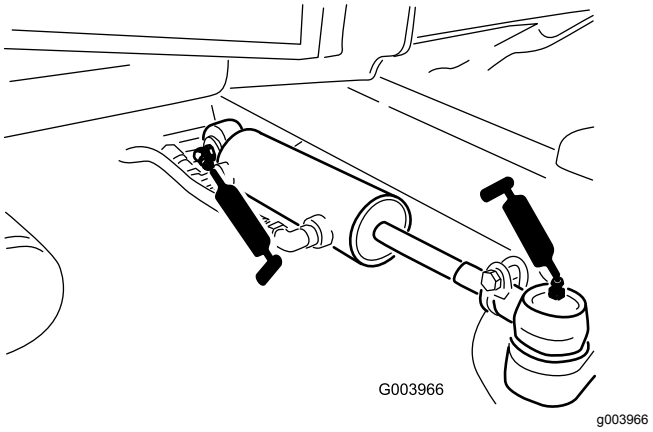

Figure 49
- Rotules de vérin de direction (2) (Figure 49)